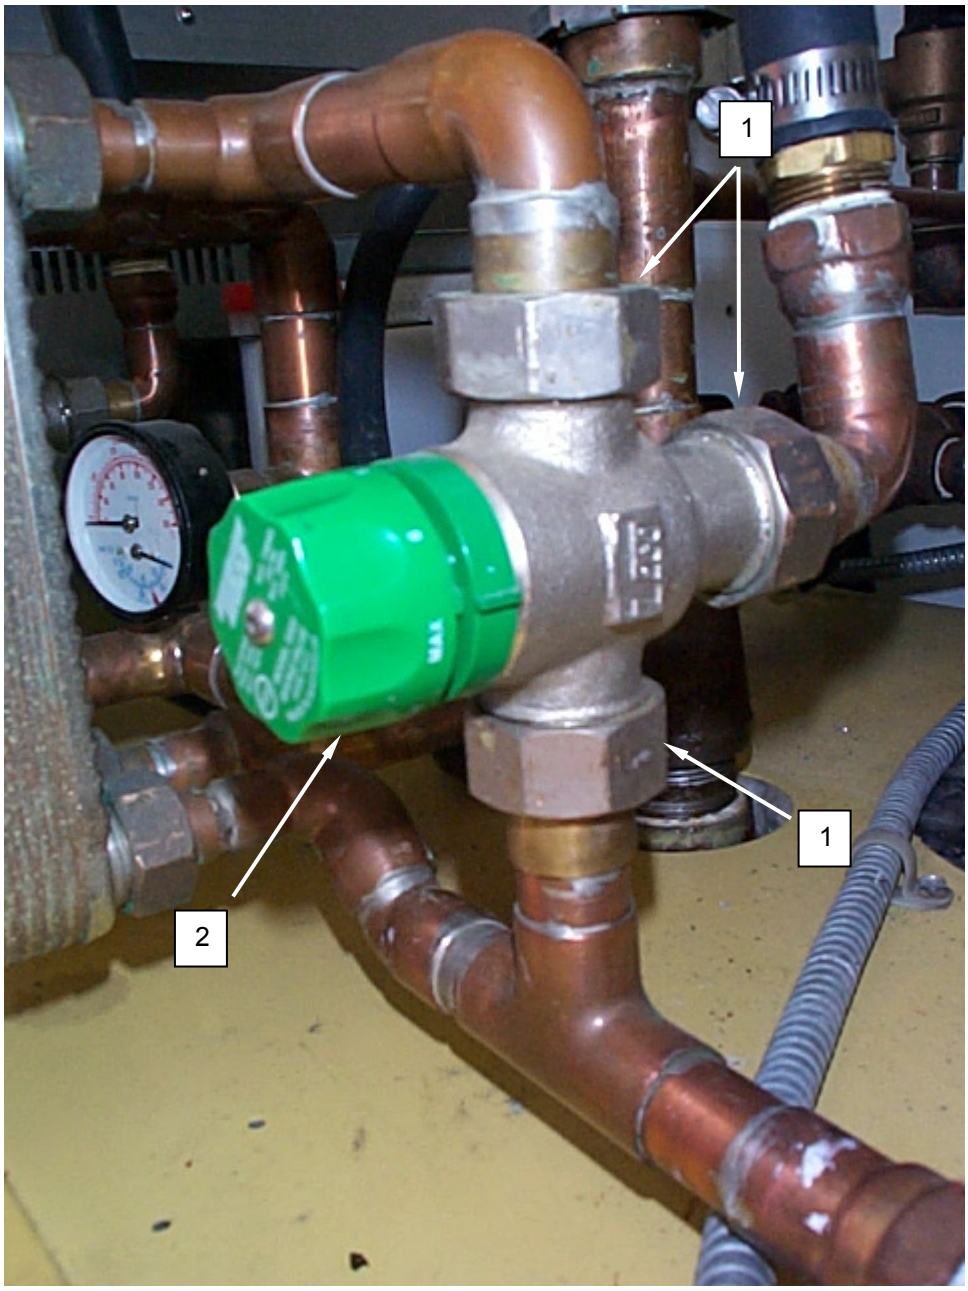

Figure 1. Replace a Mixing Valve.
4. Unscrew unions **(Figure 1, Item 1)** and remove mixing valve **(Figure 1, Item 2)**.
5. Install replacement mixing valve **(Figure 1, Item 2)** and secure with unions **(Figure 1, Item 1)**.